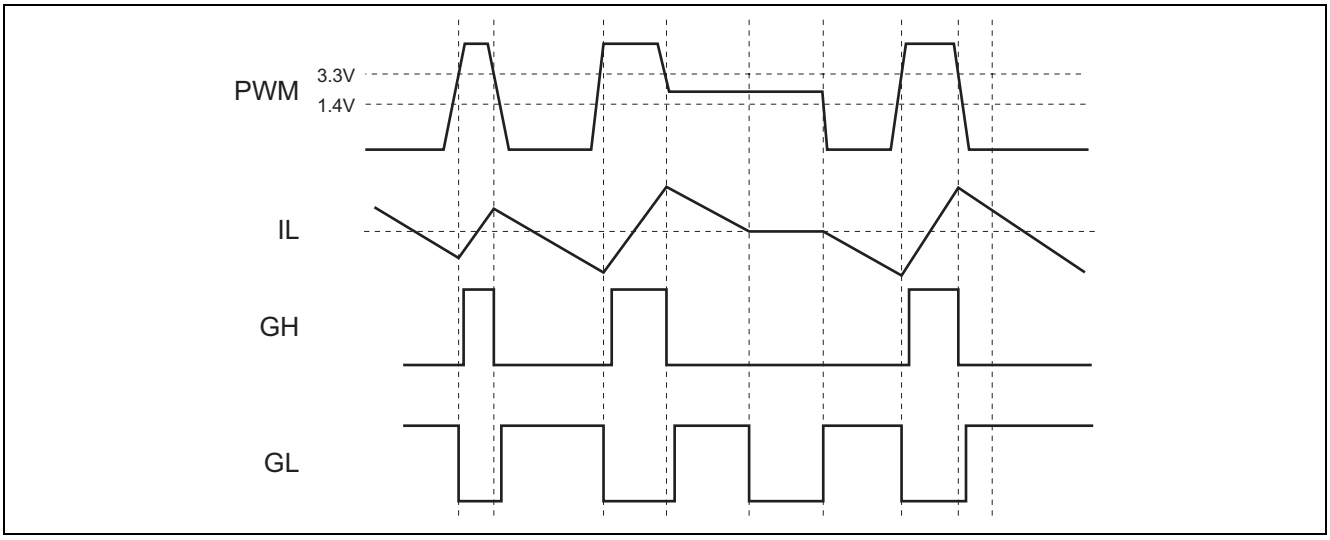

**Figure 2 ZCD Operation Diagram**
When the PWM input becomes middle voltage or high impedance, Zero Current Detection (ZCD) function works. Figure 2 shows the operation diagram of PWM input and inductor current (IL).